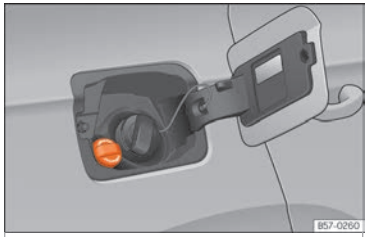

Fig. 308 AdBlue tank cap.
- Open the tank cover ››› Fig. 308.
- Turn the bottle in a counter-clockwise direction and gently pull it upwards ››› ❶.
- Turn the SCR tank cap anti-clockwise ››› Fig. 308.